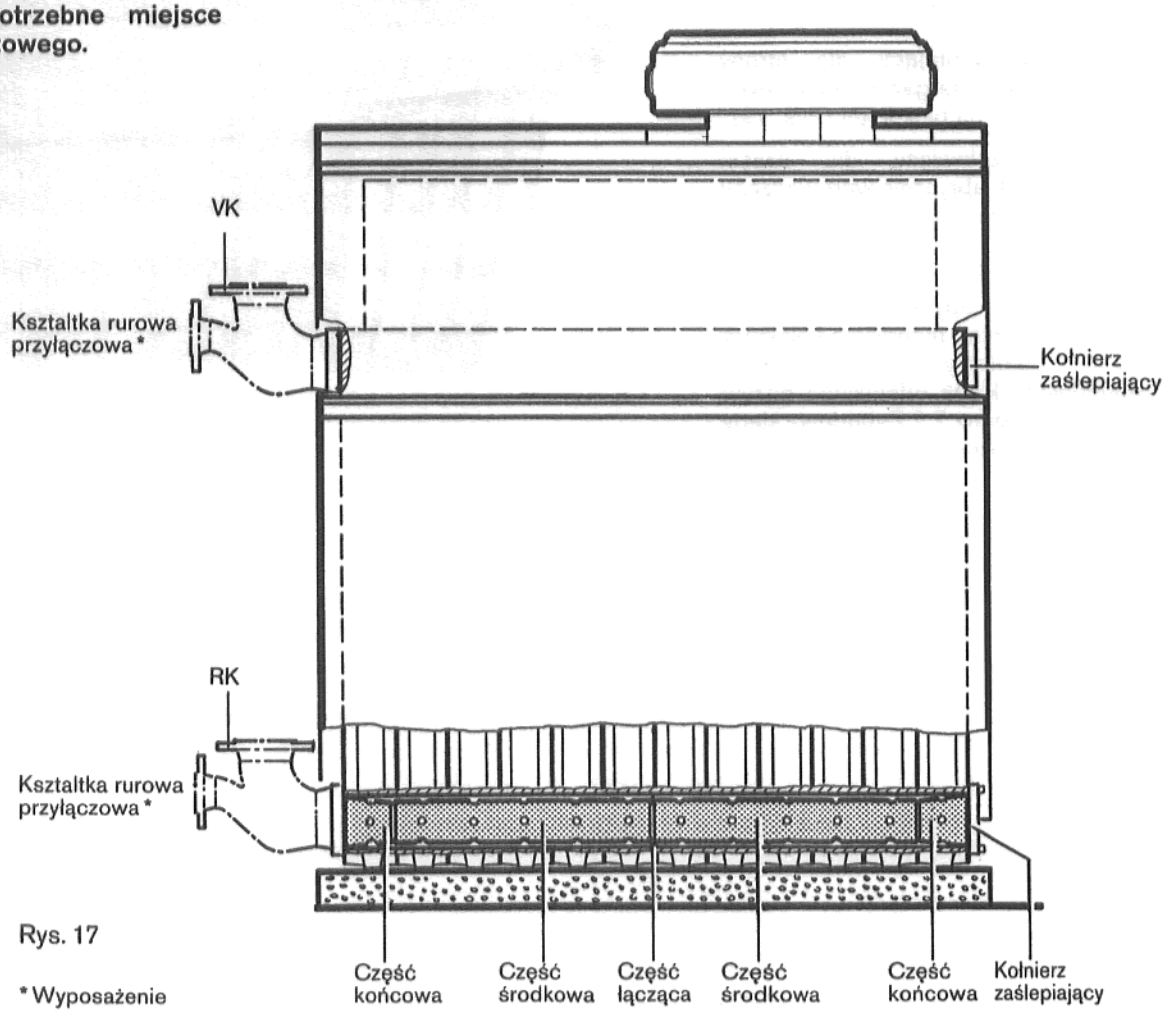

Rys. 17
Dopływ grzania jak i powrót grzania muszą być zawsze zamontowane na jednej stronie (Rys. 17).
4. Drugą część końcową (Poz. 1) nałożyć na przeciwległej stronie w dolnej piaście na część środkową (Poz. 2, 3 lub 4) (Rys. 17).
5. Kołnierz zaślepiający wraz z uszczelką nasadzić na dolną piastę kotła i przykręcić (Rys. 17).